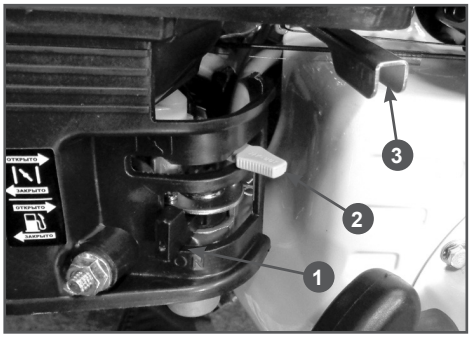

Рис. 6 Запуск двигателя
1. Откройте топливный кран. Для этого рычаг топливного крана (1) Рис. 6 установите в крайнее правое положение.
2. Закройте воздушную заслонку. Для этого рычаг (2) Рис. 6 установите в крайнее левое положение.
3. Рычаг газа (3) Рис. 6 установите в среднее положение.